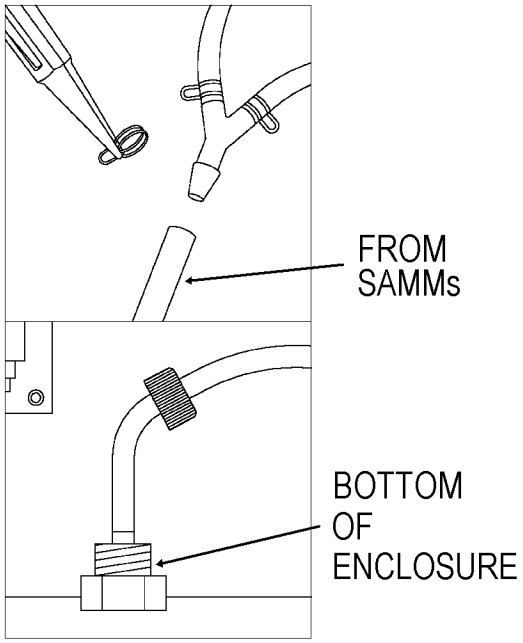

Figure 6-8. Styx Module Air Hose Removal
d. Disconnect the air hoses from the SAMM and the air exhaust fitting. See figure 6-8.